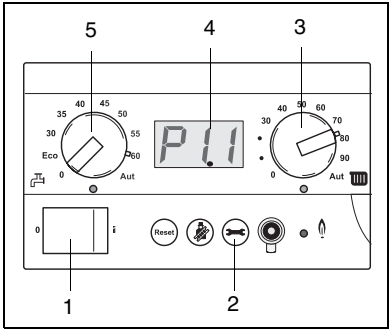

Afb. 5 BC10 (bedieningspaneel) - drukweergave [bar] (bijv. P1.1 bar, na indrukken serviceknop)
- Zet de aan-/uitschakelaar (afb. 5, pos. 1) in stand "**1**".
- Waterdruk controleren, door de serviceknop (afb. 5, pos. 2) op het bedieningspaneel BC10 (de bedieningseenheid van het toestel) een of meerdere malen in te drukken tot Px.x, bijvoorbeeld P 1.0 in het display verschijnt (afb. 5, pos. 4). De optimale vuldruk is 1,0 tot maximaal 2,0 bar. Bij een druk lager dan 1,0 bar hoofdstuk 5.2 "Bijvullen en ontluchten van de cv-installatie" uitvoeren, anders verder met hoofdstuk 5.3 "Ingebruikname".
- Druk de serviceknop (afb. 5, pos. 2) in totdat in het display Px.x, bijvoorbeeld P 1.0 verschijnt.
- Zet de instelknoppen, cv- en warmwater op stand "**0**" (afb. 5, pos. 3 en 5).
- Serviceknop aantal keren indrukken tot de drukweergave (bijv.: P 1.1 - zie afb. 5, pos. 4) wordt weergegeven.